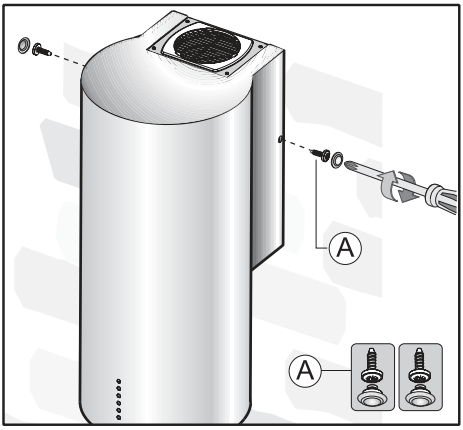
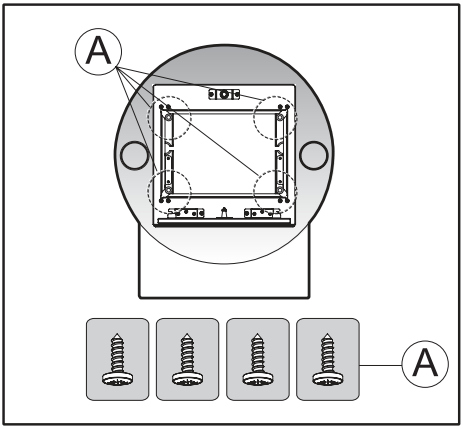

Fig.11
Fig.12
- Fije primero los tornillos laterales D del armazón, conectados a la estructura que está debajo, indicados en la **Fig. 11**, luego los tornillos A de la parte inferior de la campana indicados en la **Fig. 12**.